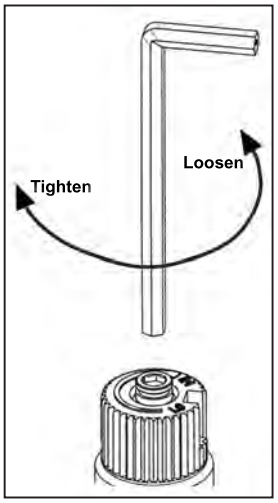

Figure 19: Removing valve screw.
c) Insert a $^{5}/_{32}$" or 4 mm Allen wrench into the hexagonal key-way of the screw (see Figure 19), rotate it counter-clockwise until it is free and extract it.
f) Using the Allen wrench as shown in Figure 19, rotate the screw clockwise until a torque of 9 inch lbs. **WARNING!** Do not over tighten the screw. It is recommended that you grip the wrench by the short side.